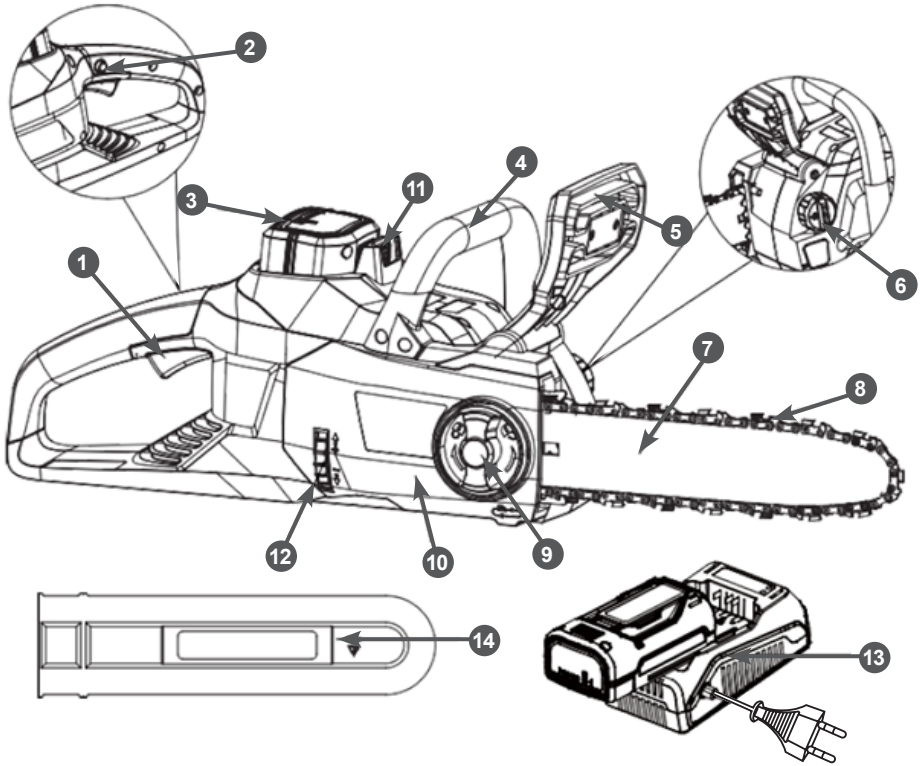
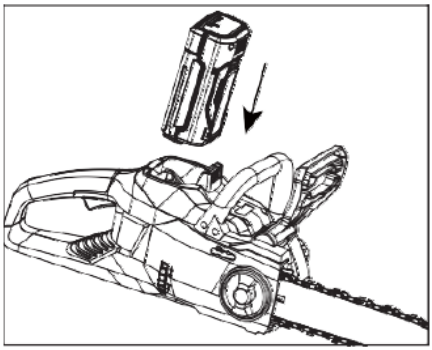

Рис. 1. Основные узлы и органы управления
Рис. 6. Установка аккумулятора
Основные узлы и органы управления показаны на Рис. 1
1. Перед установкой шины и цепи убедитесь в том, что тормоз цепи отключен. Для этого ручку тормоза 5 (Рис. 1) потяните к передней рукоятке до щелчка.
3. Открутите гайку 9 крепления шины (Рис. 1) против часовой стрелки и снимите крышку с корпуса пилы.
Вставьте аккумулятор в аккумуляторный отсек пилы, пока не услышите щелчок (Рис. 6). Убедитесь, что аккумулятор полностью вставлен и зафиксирован. Чтобы извлечь аккумулятор, нажмите кнопку разблокировки 11 (Рис. 1) и выньте аккумулятор.